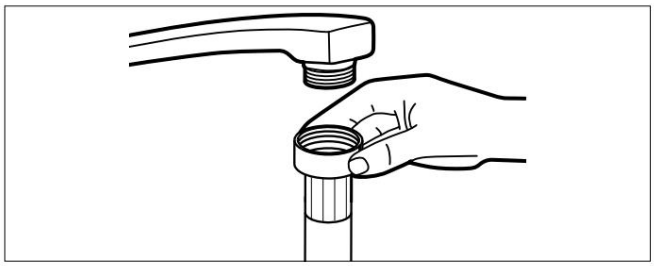

Rys. 9 – Podłączanie węża wodnego
Podłącz wąż doprowadzający wodę (22) do kranu z zimną wodą z gwintem 3/4" (patrz rys. 9).